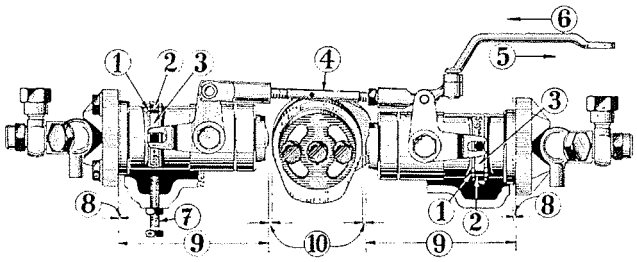

Bild 137
An jeder Einspritzpumpe ist die Regelstange (3), Bild 137, angebracht, die mit dem Pumpenkolben und dem Reglergestänge in Verbindung steht.